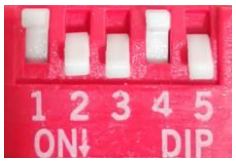

图 6.50 外部摇杆闭环拨码开关设置
- 将拨码开关设置为 SW2=ON（选择闭环运行模式），SW3= ON，SW4= OFF，SW5= ON（选择外部摇杆控制方式），如**图 6.50**。